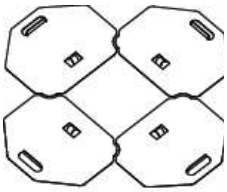

Figure 2
a) Sweep the installation area free of loose materials, then layout four rubberized plates on a flat surface. See Figure 2.